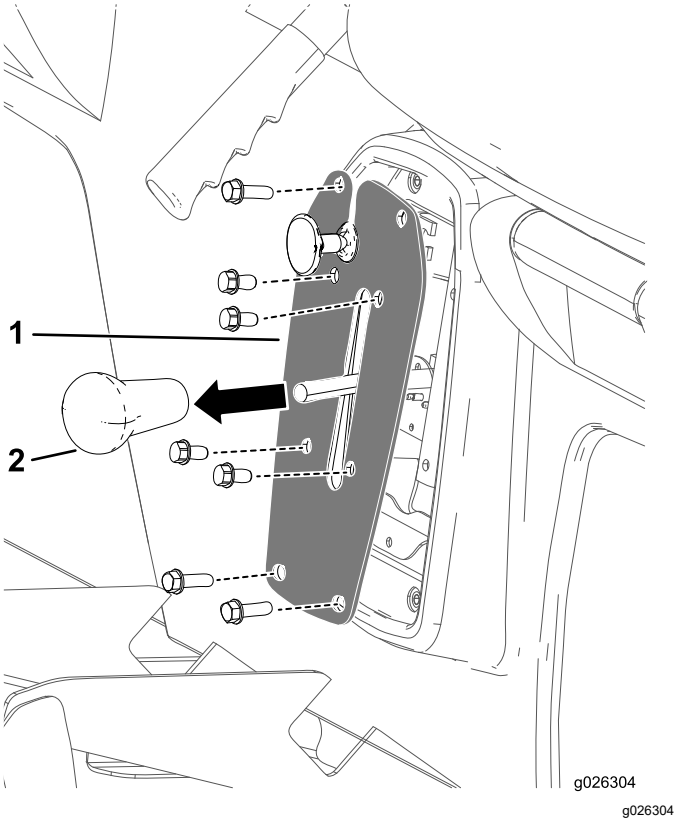

Figur 39
1. Ta bort knoppen från växelspaken (Figur 39).
2. Ta bort de fyra skruvarna som håller fast växelspaksplattan på växelspaksfästet (Figur 39).
3. Ta bort de fyra skruvarna som håller fast växelspaksplattan vid sätessockeln och ta bort växelspaksplattan (Figur 39).
4. Gänga på växelspakens knopp och dra åt den för hand (Figur 39).